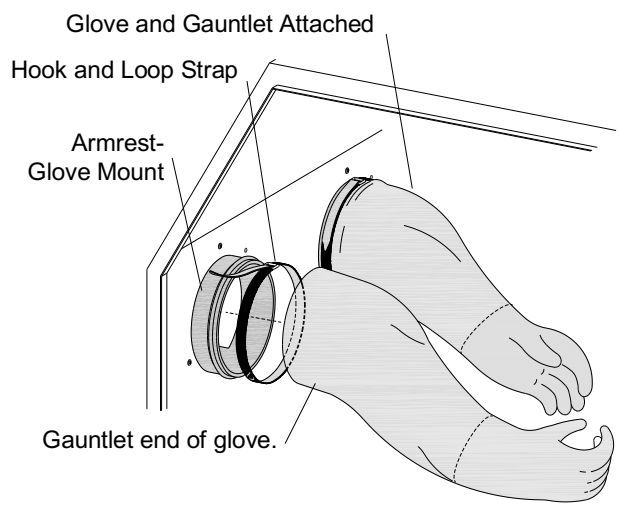

Figure 31
### 7.1 Glove Replacement – Figure 31
**7.1.2 Remove old gloves:** Glove gauntlets are stretched over glove mounts and held in place with hook and loop straps. To remove the old gloves, loosen the straps by pulling the hook end of the straps away from the loop material, as shown in Figure 31, and then pull the straps and gloves off the mounts.